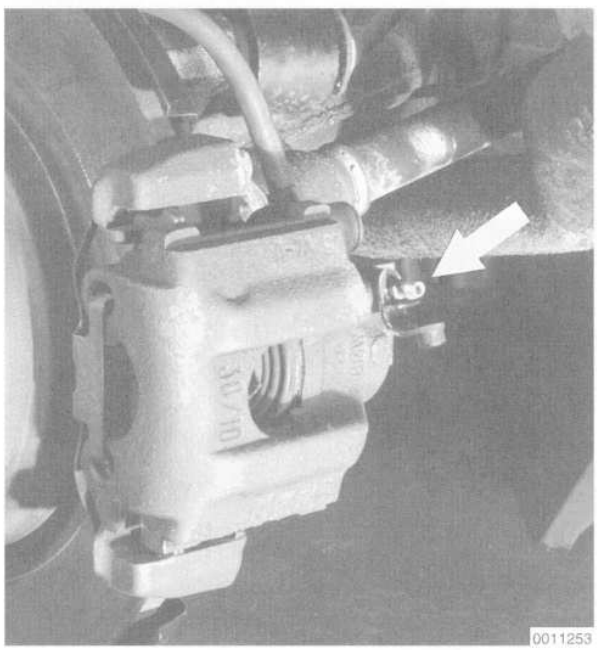

Fig. 1. Brake caliper bleeder screw (**arrow**).
3. Open the bleeder screw. See Fig. 1. Have the helper slowly pump the brakes twelve times with the bleeder screw open, holding the pedal down on the last pump. Close the bleeder screw.